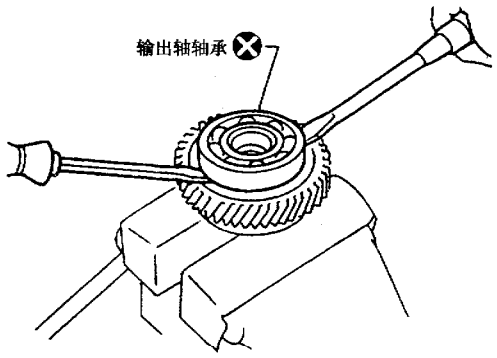

图 9 – 13 – 162
(6) 如图 9 – 13 – 166 所示，从变速器壳体上拆下中间齿轮外座圈。